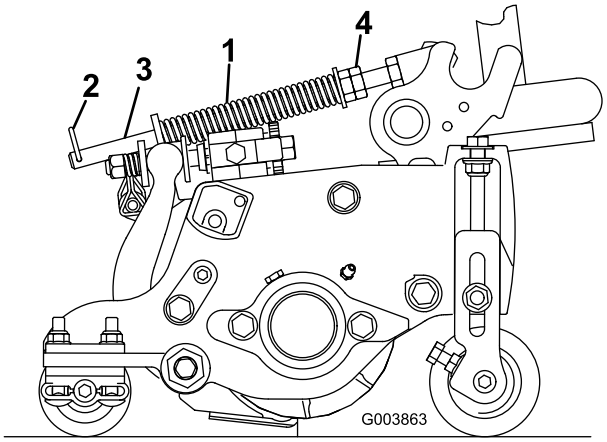

**Figuur 13**
**De gazoncompensatieveer (Figuur 13), die het draagframe verbindt met het maaidek, regelt de mate waarin de machine in de lengterichting kan worden gedraaid.**
achterkant van de veerbeugel en de voorkant van de ring 3,2 cm is (Figuur 13).
2. Draai de zeskantige moeren op het voorste uiteinde van de veerstang vast totdat de lengte (A) van de samengedrukte veer 32,8 cm bedraagt (Figuur 13).